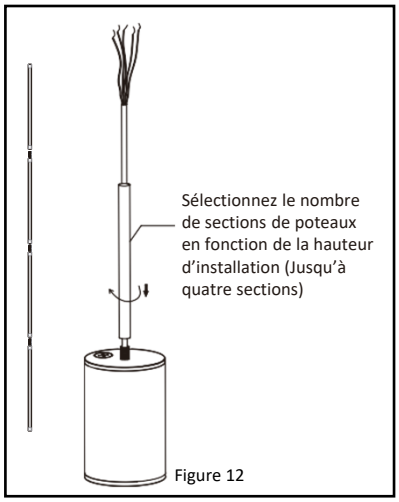

Figure 12
2. Fixez les poteaux suspendus au luminaire à l'aide des montants creux fournis en enfilant le cordon dans chaque pièce. ***Reportez-vous à la Figure 12.***